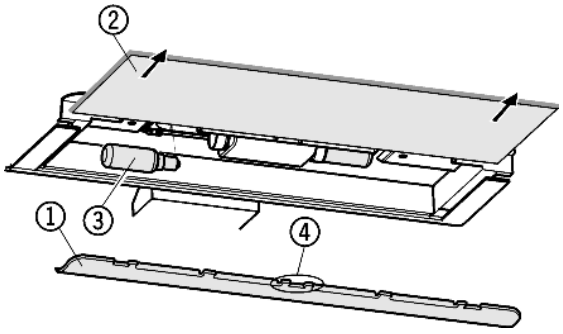

Fig. 34
▶ Blende *Fig. 34 (1)* abnehmen: Mit Finger hinter die Blende fassen und Blende ausrasten.
▶ Glasplatte *Fig. 34 (2)* herausziehen.
▶ Glühlampe *Fig. 34 (3)* auswechseln.
▶ Blende wieder aufstecken: rechts und links einrasten und darauf achten, dass der mittlere Haken *Fig. 34 (4)* über die Glasplatte fasst.